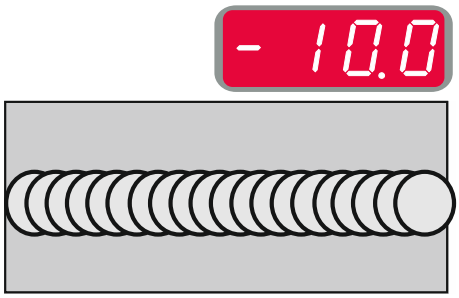

Figur 16
- Frekvens mindre end 0,0 – Bred svejsning og rilleafstand, langsom transporthastighed. Figur 16 viser afstandssvejsning, når frekvensen er ”-10”.